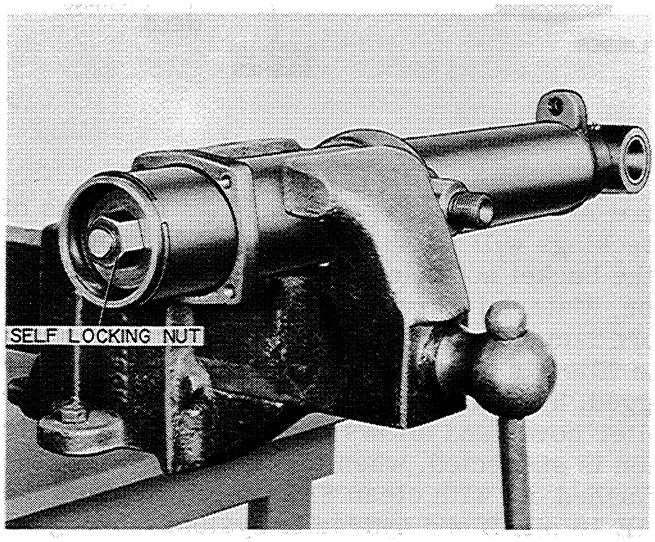
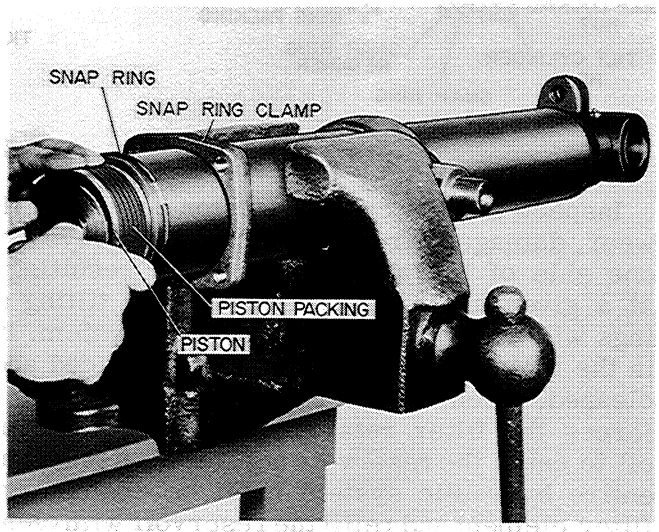

Figure A-33
Figure A-34
4. Remove the Self Locking nut from the end of the piston rod, Figure A-33, and take the piston plates, piston packings and piston out of the cylinder, Figure A-34.